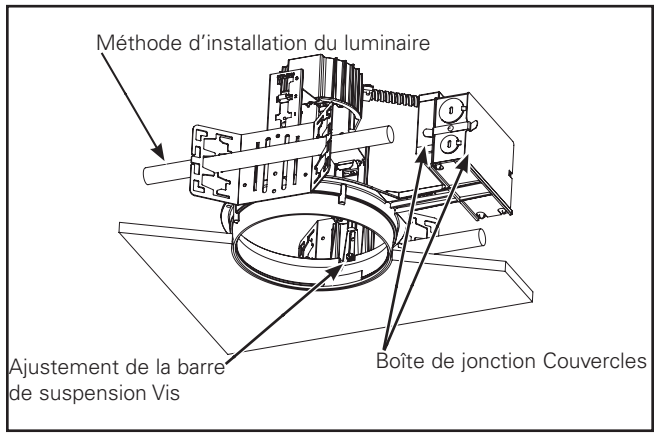

Figure 1.
2. Ajustez les vis de réglage de la suspension afin que le bas de l'anneau à plâtre soit dans l'alignement de la ligne du plafond fini. Le support de suspension est réversible pour un ajustement total de 127 mm (5 po). (Figure 1.)